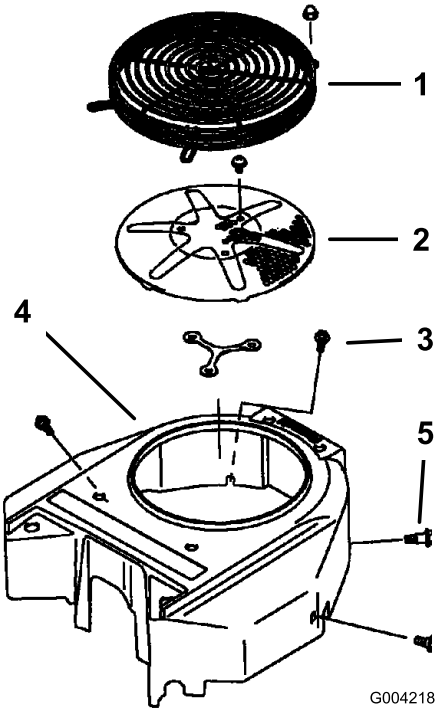

Bild 60
3. Entfernen Sie das das Luftansauggitter und das Lüftergehäuse (Bild 60).
5. Montieren Sie das Luftansauggitter, den Rücklaufstarter und das Lüftergehäuse (Bild 60).